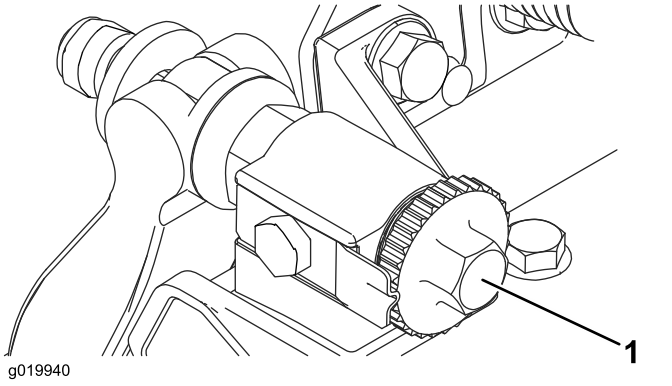

Figure 8
2. Tournez les vis de réglage de la barre d'appui dans le sens antihoraire pour vérifier qu'elle ne touche pas le cylindre (Figure 8).